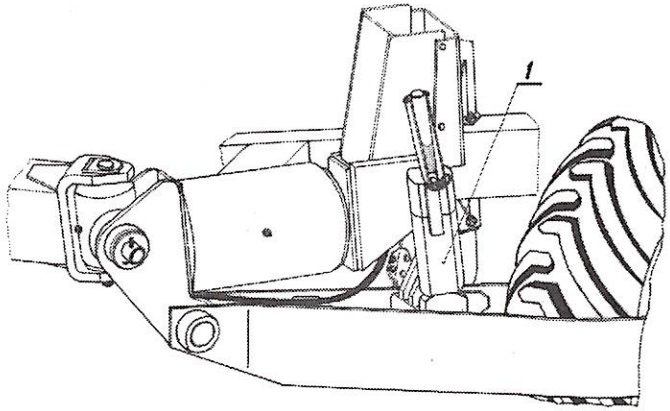

Rys. 5.
e) podnieś tył pługa i załóż blokadę położenia cylindra tylnego koła (rys. 5. poz. 1);
- zdjąć blokadę położenia cylindra tylnego koła (rys. 5. – poz. 1);